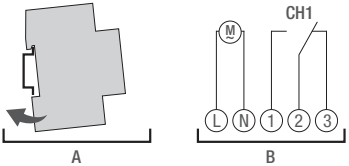

Fig. 4: Montagem em calha DIN e esquema de ligação
1. Colocar o temporizador do distribuidor sobre a calha DIN (fig. 4/A), a partir de cima, e pressionar para trás até engatar.
2. Instalar o temporizador do distribuidor de acordo com o esquema de ligação (fig. 4/B) (utilizar cabos com uma secção transversal entre 1 mm² e 2,5 mm²).